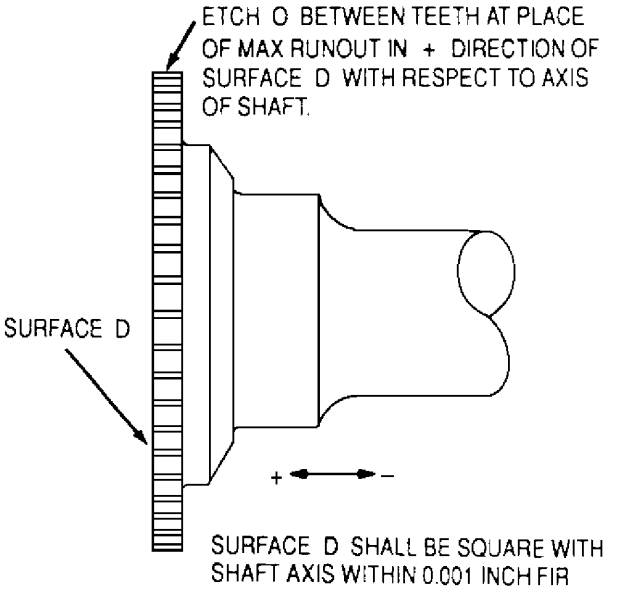

Figure 9. Measuring Torquemeter Inner Shaft Runout
e. Measure the runout of the inner shaft (figure 9).